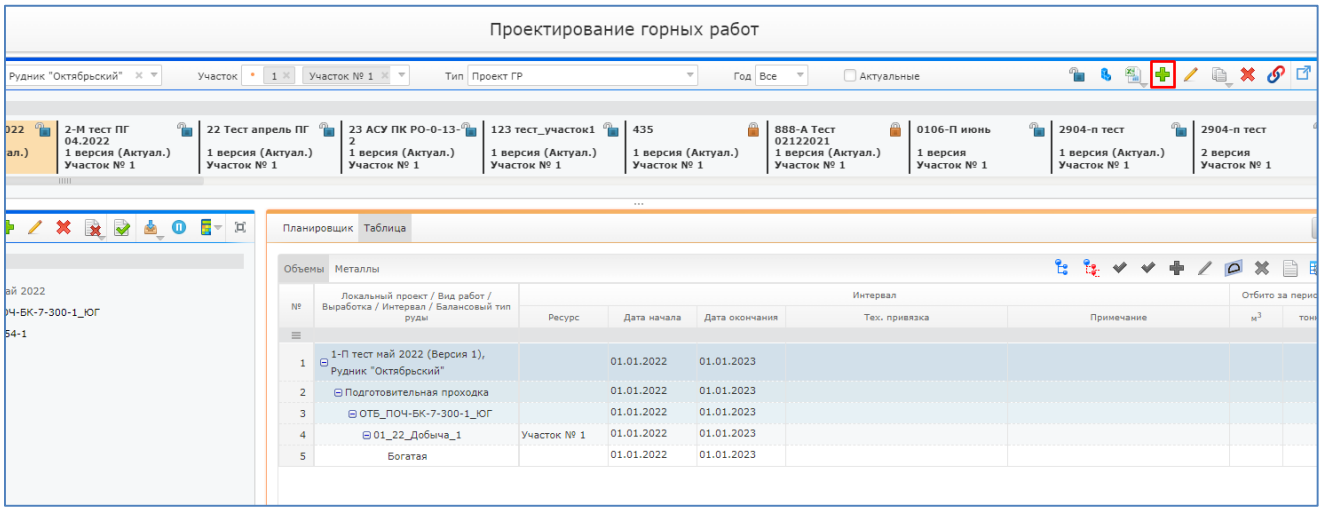

Рисунок 24. Кнопка «Создание локального проекта»
1. В блоке «Список локальных проектов» нажать на кнопку «Создание локального проекта» (Рисунок 24);